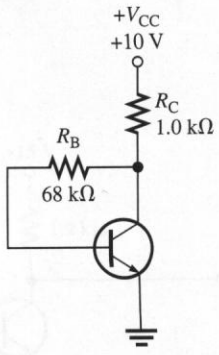

FIGURE 3–74
13. For the voltage-divider biased circuit in Figure 3–75, determine I_C and V_{CE}.